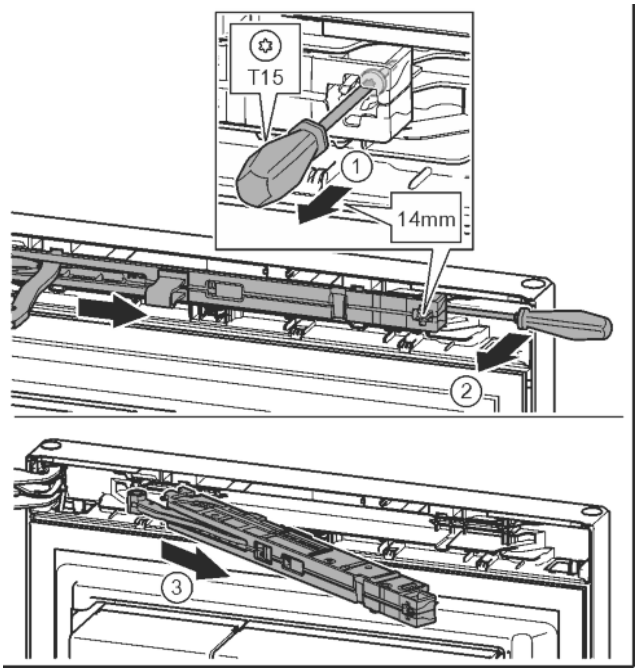

Fig. 15
- ▶ Undo the soft stop mechanism screw with a T15 screwdriver approx. 14 mm. *Fig. 15 (1)*
- ▶ Insert a screwdriver behind the soft stop mechanism on the handle side and rotate forwards. *Fig. 15 (2)*
- ▶ Remove the soft stop mechanism. *Fig. 15 (3)*